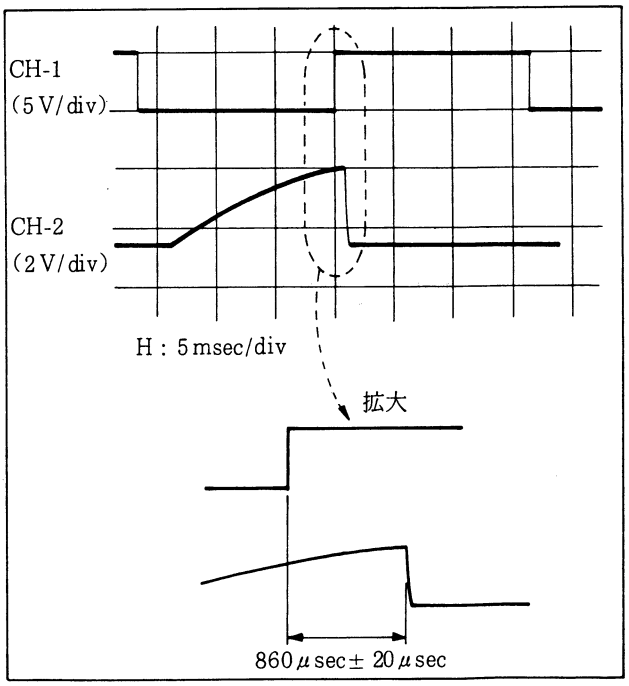

図5-18. トラッキングセンター調整
(1) トラッキングつまみをセンタークリック点にセットする。
(2) RV512で860μsec±20μsecに調整する。(図5-18参照)